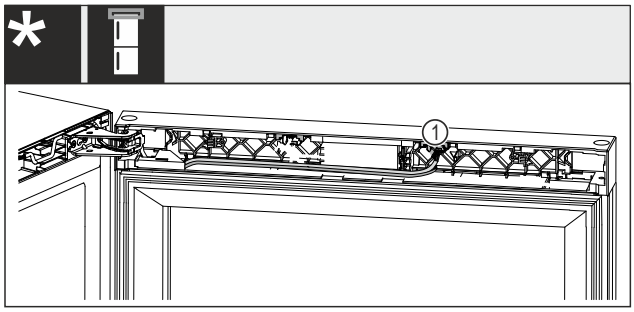

*Fig. 25 Wine-freezer combinations**
▶ Pull the plug *Fig. 25 (1)* out of the retaining clip.*